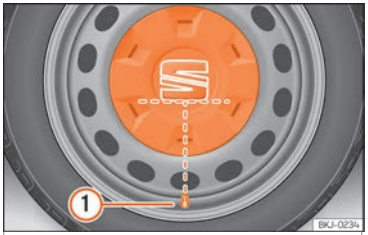

Fig. 32 Correct positioning of the central wheel trim for steel rims.
- Fit the central wheel trim onto the rim. The bottom of the "S" of the SEAT badge should align with the inflation valve ››› Fig. 32 ①.